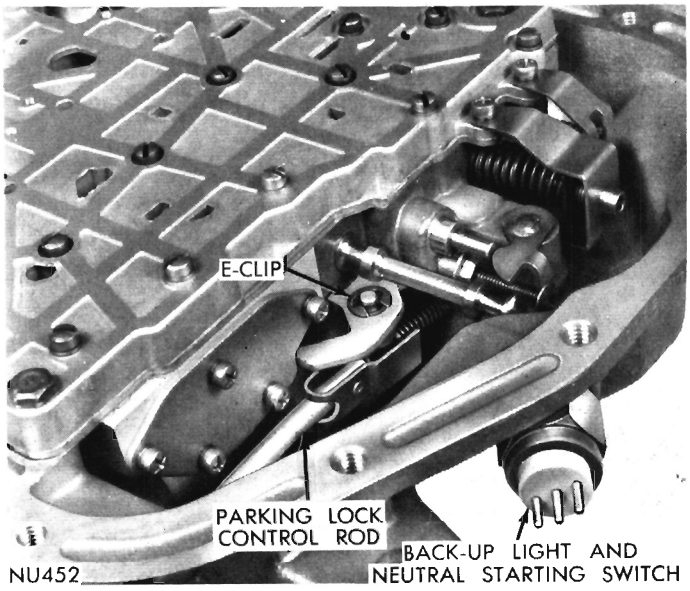

Fig. 36—Parking Lock Control Rod Retaining E-Clip
(4) Remove E-clip (Fig. 36), securing parking lock rod to the valve body manual lever.
(5) Remove Back-Up Light and Neutral Start Switch.
(6) Place a drain pan under transmission, then remove the ten hex-head valve body to transmission case bolts. Hold valve body in position while removing the bolts.
(7) While lowering valve body down out of transmission case, disconnect parking lock rod from the lever.